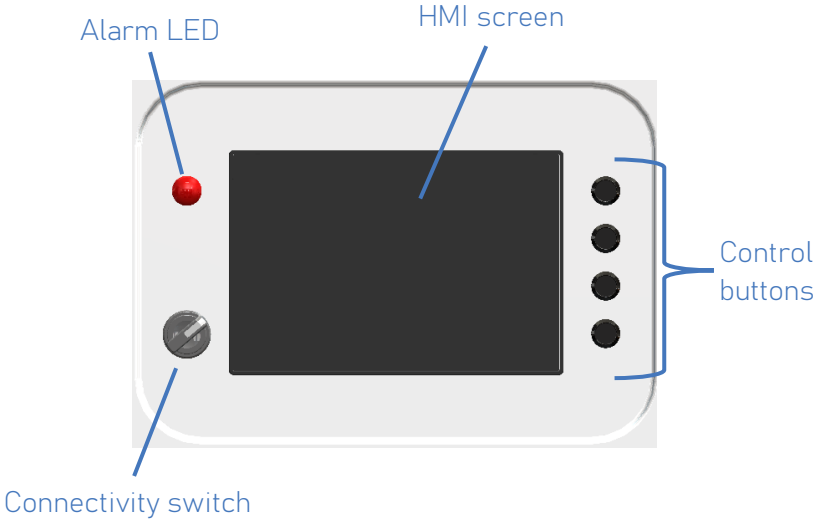

Figure 9 - Control unit – Human/Machine Interface (HMI)
Figure 9 is a touch screen that allows the user to:
1. Press any control button (Figure 9);
Figure 9 has three positions:
- Ensure the connectivity switch (Figure 9) is set to the OFF position (Figure 15).
- Ensure the connectivity switch (Figure 9) is set to the ON position.